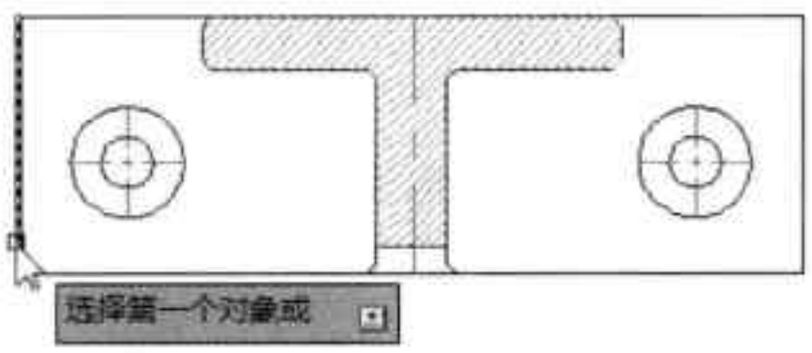

图21-102 选择圆角边
Step 23 执行“圆角”命令，设置圆角半径为 5，选择添加圆角的第一个对象，如图 21-102 所示。